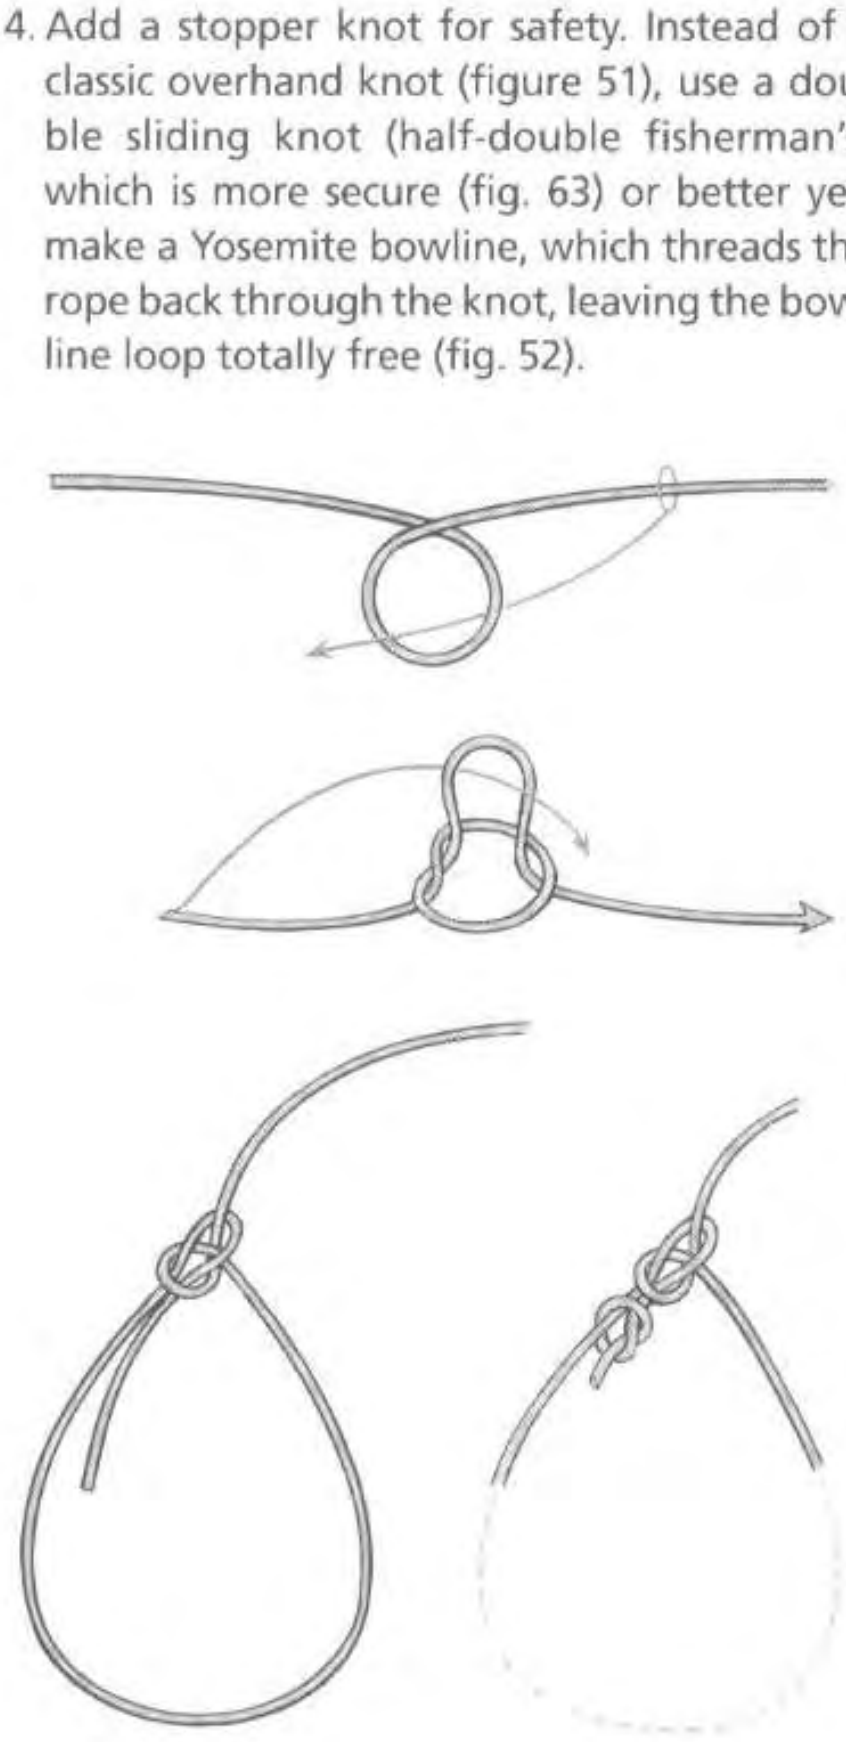
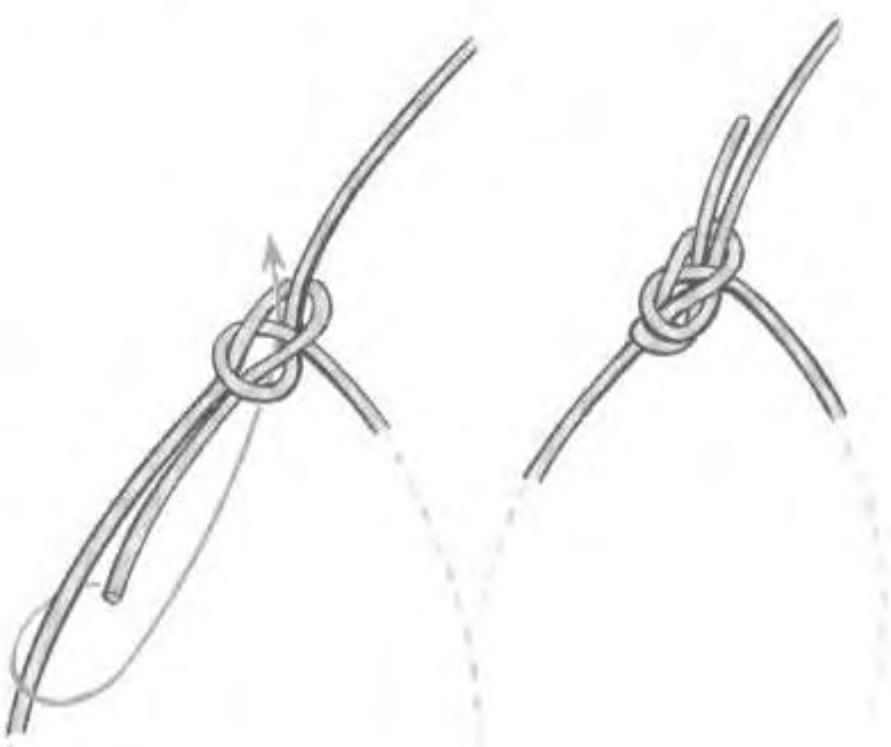

Fig. 51 – Bowline backed up with an overhand knot.
Fig. 52 – Yosemite Bowline.
4. Add a stopper knot for safety. Instead of a classic overhand knot (figure 51), use a double sliding knot (half-double fisherman's) which is more secure (fig. 63) or better yet, make a Yosemite bowline, which threads the rope back through the knot, leaving the bowline loop totally free (fig. 52).